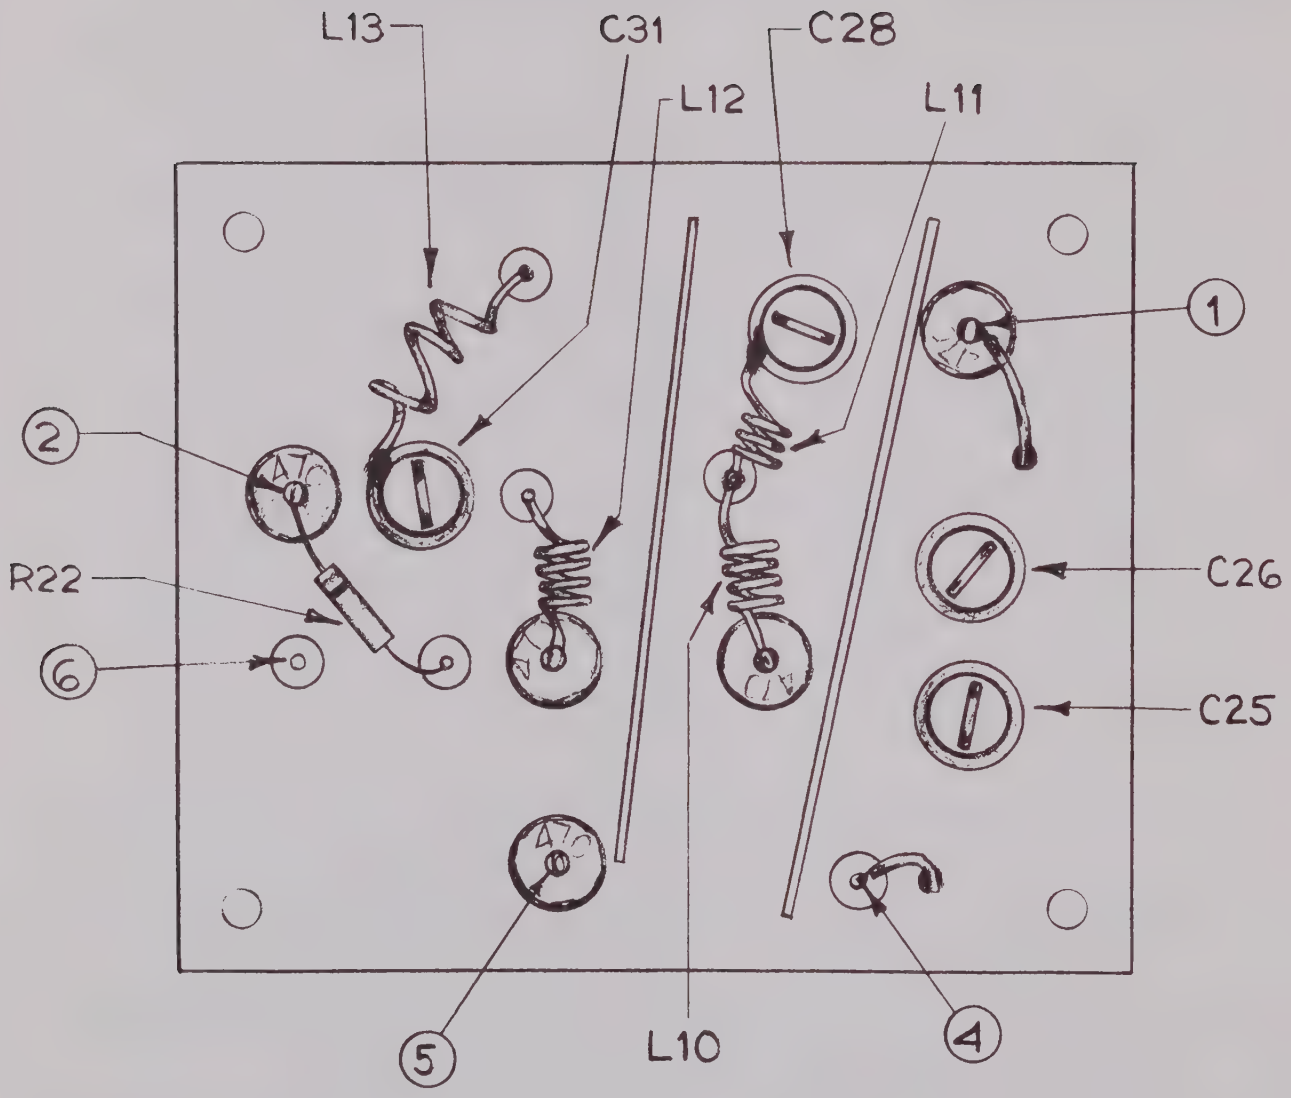

Figure 4-16. A7 Board, Location Diagram
4.5.31 BOARD A7 ADJUSTMENT (FIGURE 4-16).